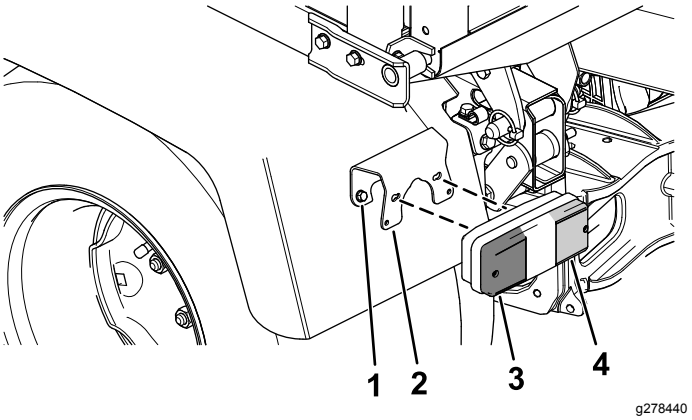

Рисунок 2
2. Установите задний тормозной сигнал и указатель поворота на крыло, используя кронштейн и 2 винта (Рисунок 2).
Примечание: Убедитесь в том, что красные рассеиватели (тормозные сигналы) расположены внутри, а желтые рассеиватели (указатели поворота) расположены снаружи (Рисунок 2).